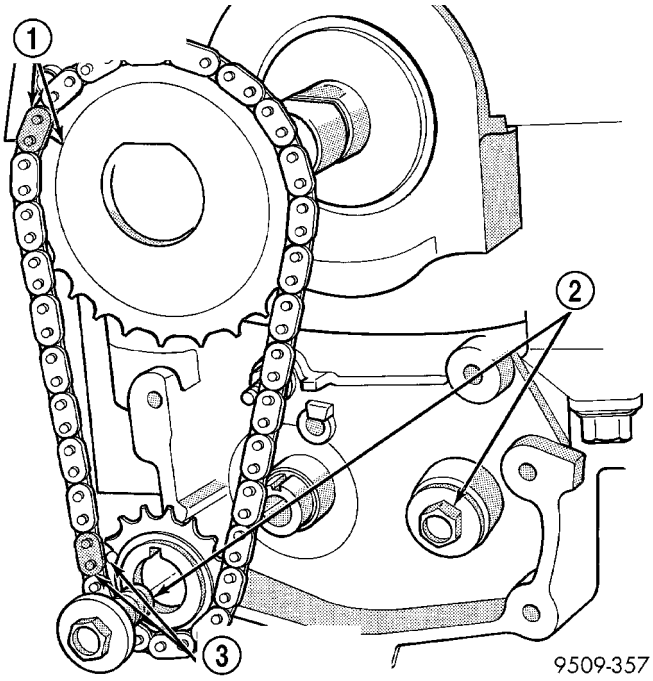
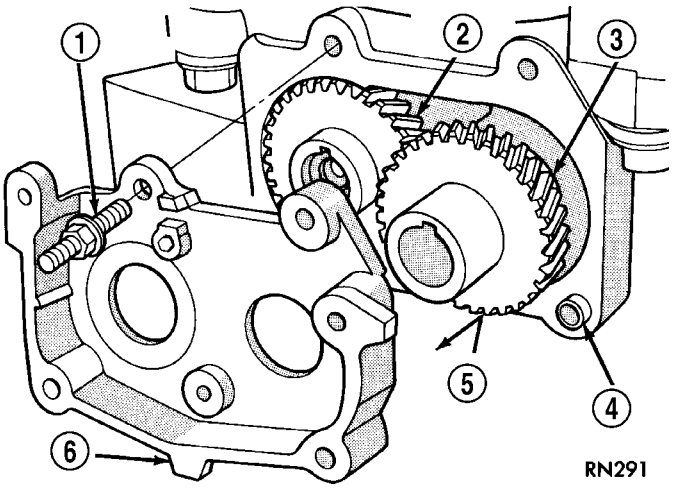

Fig. 136 Drive Chain and Sprockets
Fig. 137 Gear Cover and Gears
(5) Remove screw retaining balance shaft drive sprocket (Fig. 136). Remove chain and sprocket.
(6) Using two wide pry bars, work the crankshaft sprocket back and forth until it is off the crankshaftshaft.
(7) Remove gear cover retaining stud (double ended to also retain chain guide). Remove cover and balance shaft gears (Fig. 137).
(4) Remove screw retaining balance shaft drive sprocket (Fig. 136).
(5) Move balance shaft inboard through drive chain sprocket. Sprocket will hang in lower chain loop.
(6) Remove carrier to crankcase attaching bolts to remove carrier.